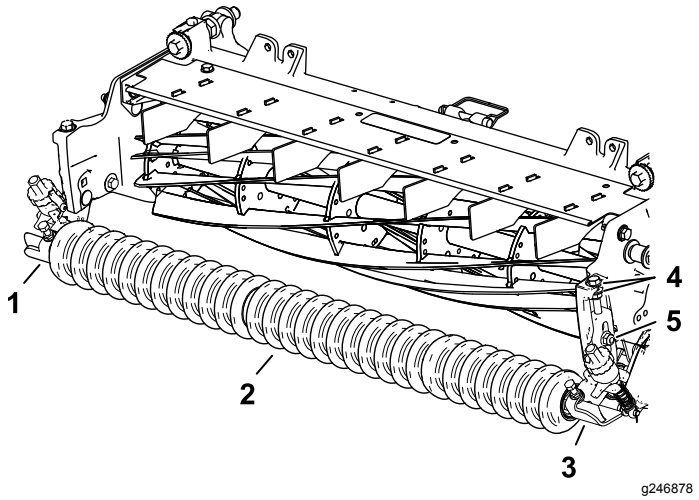

Figur 10
1. Montera höger och vänster klipphöjdsfäste samt den främre rullenheten löst på klippenhetens sidoplåtar med de vagnsskruvar som du tog bort tidigare (Figur 10).